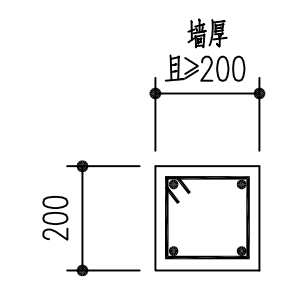
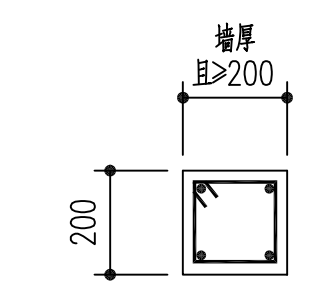

图12b.女儿墙立柱大样
图12c.女儿墙压顶梁大样
5.4.4 砖砌女儿墙端部、长度大于3m及建筑入口上方应设置钢筋混凝土立柱,立柱和压顶梁做法详图12b、图12c。